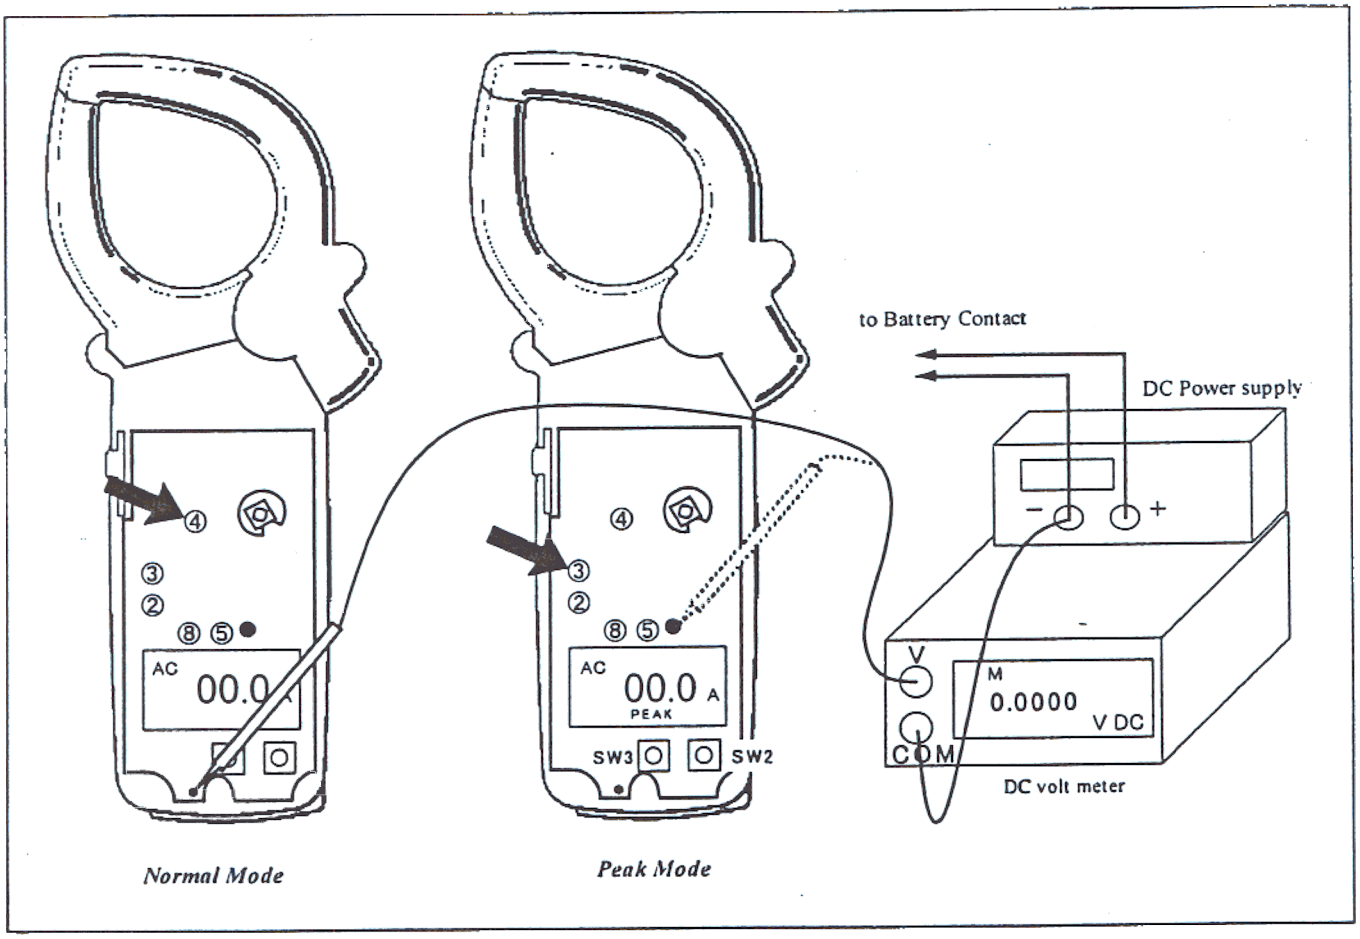

Figure 2. Zero Adjust
b. Connect the wires according to the figure 2. Set the indication of the voltmeter to 0.0000V by turning the VR4.
e. Connect the wires according to the figure 2. Set the indication of the voltmeter to 0.0000V by turning the VR3.
d. Connect the wires according to the figure 2. Set the indication of the voltmeter to 0.0000V by turning the VR3. And generate the AC current 300A/50Hz. Set the indication of the voltmeter from 0.2999 to 0.3001V by turning the VR2.